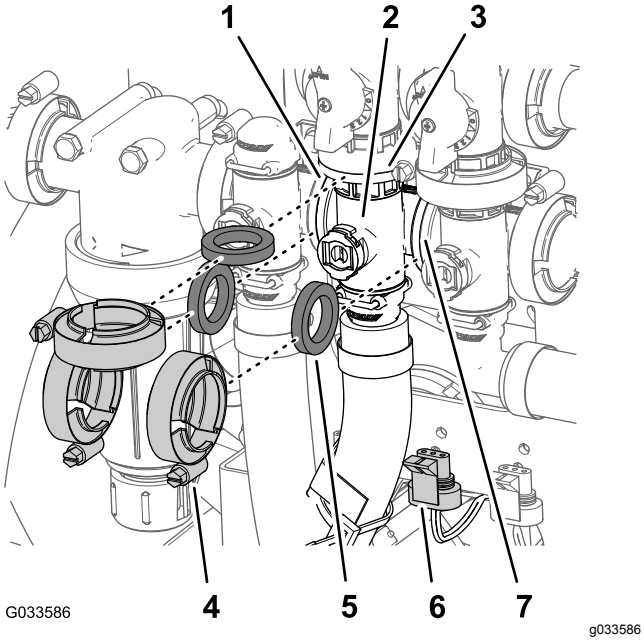

Figur 112
1. Fjern de tre flensklemmene og de tre pakningene som fester manifolden for risteventilen (Figur 112) til risteomløpsventilen, mengderegulatorventilen og hovedbomventilen.